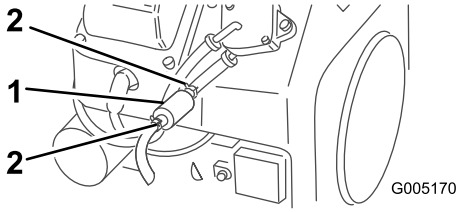

Figure 27
4. Pincez les extrémités des colliers et éloignez les colliers du filtre (Figure 27).
5. Placez un bac de vidange sous les conduites d'alimentation pour recueillir le carburant qui s'écoule, puis enlevez le filtre des conduites (Figure 27).